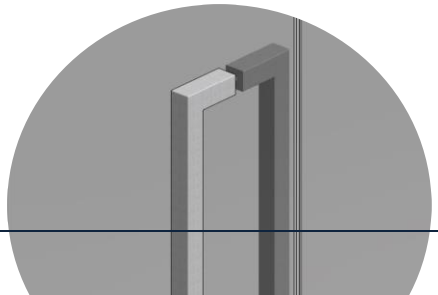

Fig 39
38. Install door handle with grub screws on outside of shower (fig39). Ensure screws are not over tightened